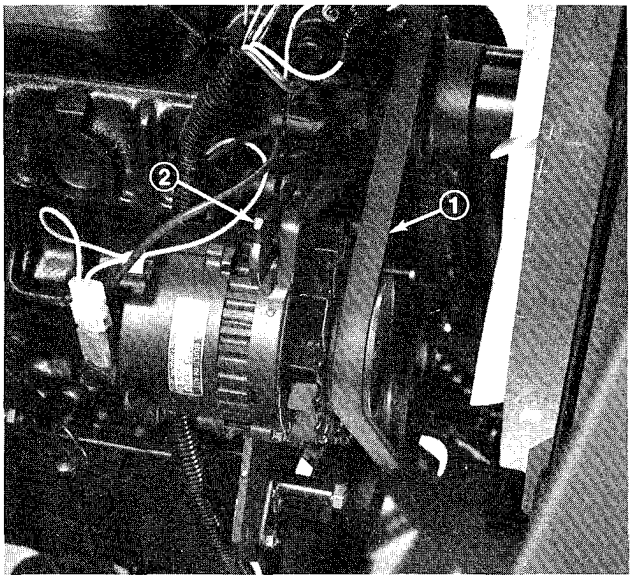

Figure 35
1. Condition and Tension – Check condition and tension of belt (Fig. 35) after every 100 operating hours.